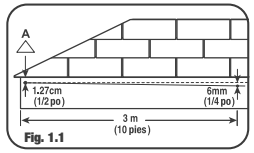

Fig. 1.1
REMUEVA las canaletas usadas e inspeccione el acabado frontal del techo. REMPLACE SI FUERA NECESARIO. Clave una cuerda en el acabado y nivele (A). Baje la cuerda aproximadamente 6 mm (¼ po) por cada 3 m (10 pies) de canaleta y vuelva a clavar la cuerda. Ésta se inclina hacia el conducto de bajada. Si el techo tiene bordes de desagüe, deslice la canaleta debajo del borde. (Fig. 1.1)